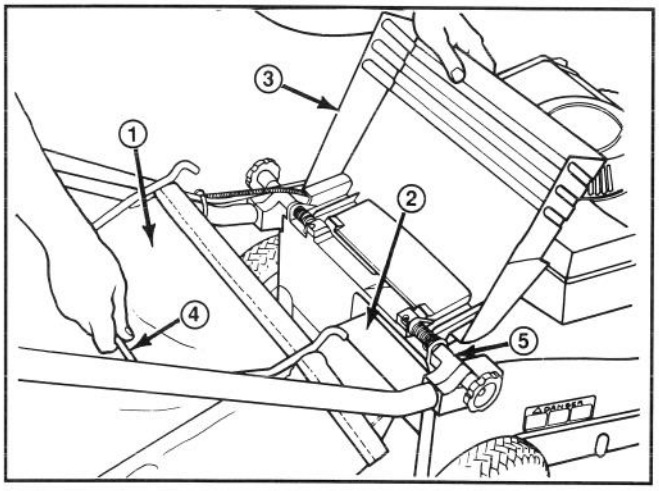
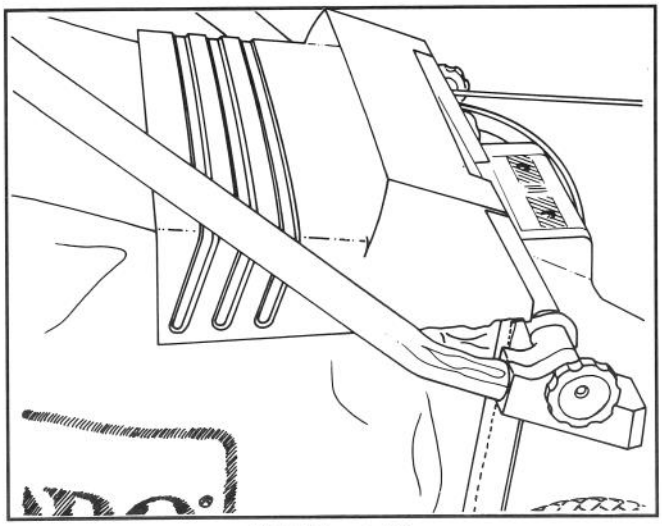

**Abbildung 12**
**Abbildung 13**
**2.** MONTAGE DES SACKS—Die Auswurfklappe anheben, den Ansatz des Sacks in die Auswurföffnung schieben und den Sackrahmen auf den Haltebolzen am Gehäuse schieben (Abb. 12). Die Auswurfklappe soll auf der Oberseite des Sacks aufliegen (Abb. 13).